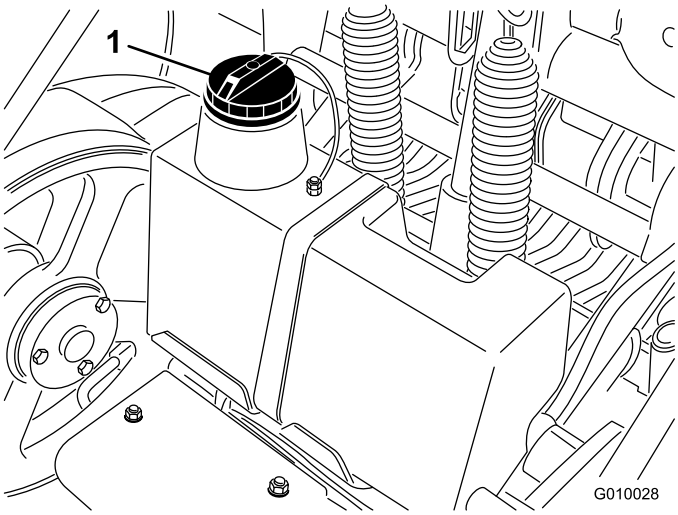

**Figuur 18**
3. Reinig de omgeving van de vulbuis en de dop van de hydraulische tank (Figuur 18). Verwijder de dop van de vulbuis.